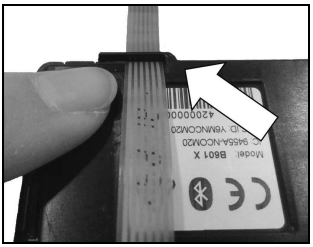

Abb. 8
- Sichern Sie den Flex der Tastenvorrichtung mit dem dafür vorgesehenen Halter (Abb. 8).